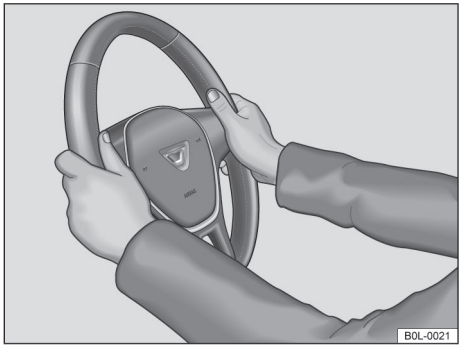

图 51 方向盘上：9 点钟和 3 点钟位置
– 调整方向盘至合适位置，驾驶员稍弯肘即可握在方向盘轮缘外侧的 **9 点钟和 3 点钟位置** →图 51。
- 驾驶车辆时驾驶员双手务必始终握在方向盘轮缘的 **9 点钟和 3 点钟位置** →图 51，以减轻驾驶员正面安全气囊触发时对驾驶员的伤害程度。